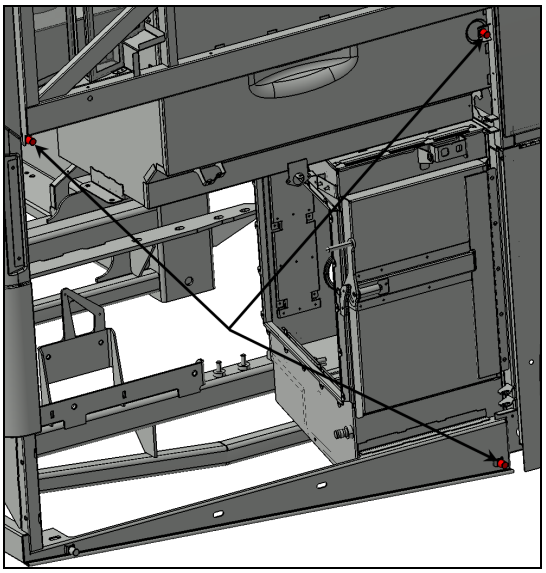
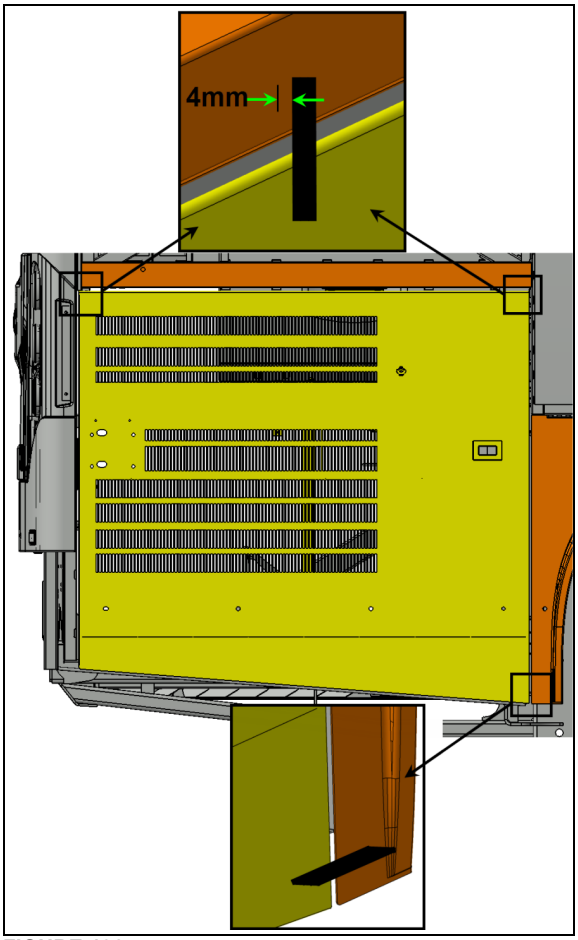

**FIGURE 137**
**FIGURE 138**
10. Screw in or out the two upper stoppers so that the upper part of the door exceeds the horizontal member by 5/32" to 3/16" (4mm to 5mm) (see FIGURE 137 & FIGURE 138).